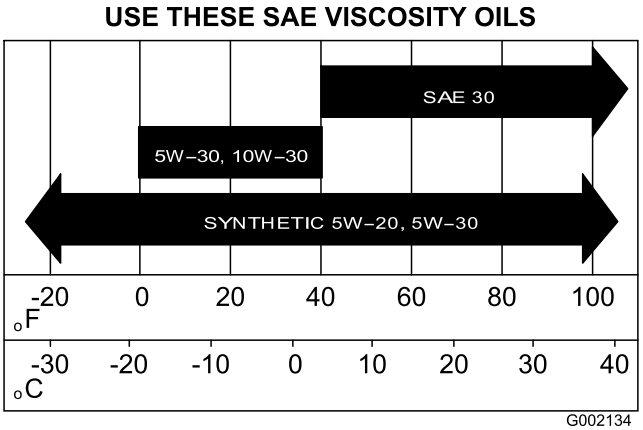

Figuur 40
5. Vul het carter bij met de gespecificeerde olie; zie Figuur 40 in De olie verversen (modellen 07273 en 07273TC) (bladz. 35).